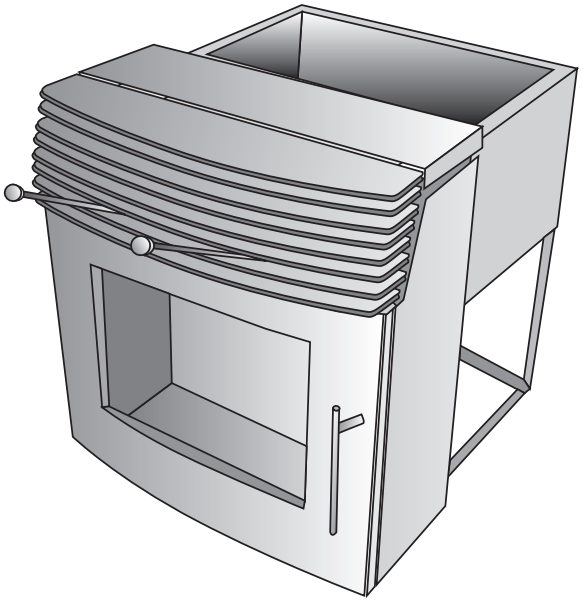

Fig. 13: raspador acionado
- Empurre os raspadores no sentido do recuperador de calor de chaminé com a porta fechada (Fig. 13).
- Puxe para si os raspadores com a porta fechada (Fig. 13).